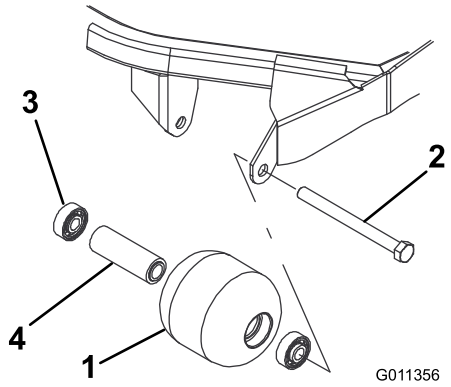

Figur 68
1. Ta bort rullarnas fästbult (Figur 68).
4. Kontrollera att rullkåpan, lagren och lagrets distansbricka är i gott skick (Figur 68).
1. Tryck in det första lagret i rullkåpan (Figur 68). Tryck endast på den yttre lagerbanan eller lika mycket på den inre och yttre lagerbanan.
2. För in distansbrickan (Figur 68).
3. Tryck in det andra lagret i rullkåpan (Figur 68) genom att trycka lika mycket på den inre och den yttre lagerbanan tills den inre lagerbanan kommer i kontakt med distansbrickan.